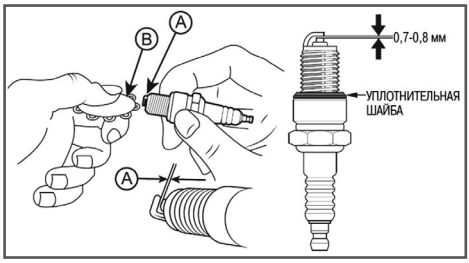

Рис. 26 Проверка межэлектродного зазора
4. Измерьте зазор А между электродами свечи зажигания специальным щупом В. Зазор должен быть 0,7-0,8 мм (Рис. 26). При увеличении или уменьшении требуемого зазора, рекомендуется заменить свечу, так как регулировка зазора может привести к изменению качества искрообразования.